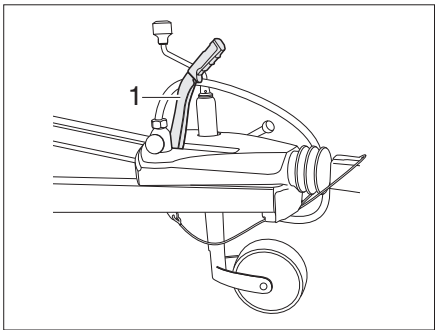

Fig. 12 Handbrake
■ To release, pull the brake lever (Fig. 12,1) up and then lower it.